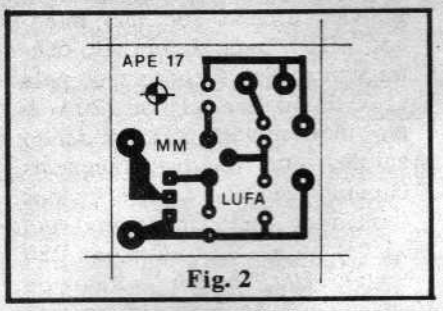

Fig. 2
– **FIG. 2** – Em tamanho natural (para facilitar a cópia) temos o **lay out** do padrão cobreado do Circuito Impresso específico para a montagem da LUFA. A placa é pequenina, de fácil realização mesmo pelo Leitor que ainda não tem muita prática no assunto (e até por aquele que vai realizar sua **primeira** confecção de placa...). aqui aproveitamos para lembrar que os mais "folgadinhos" podem ainda recorrer à aquisição da LUFA na forma de